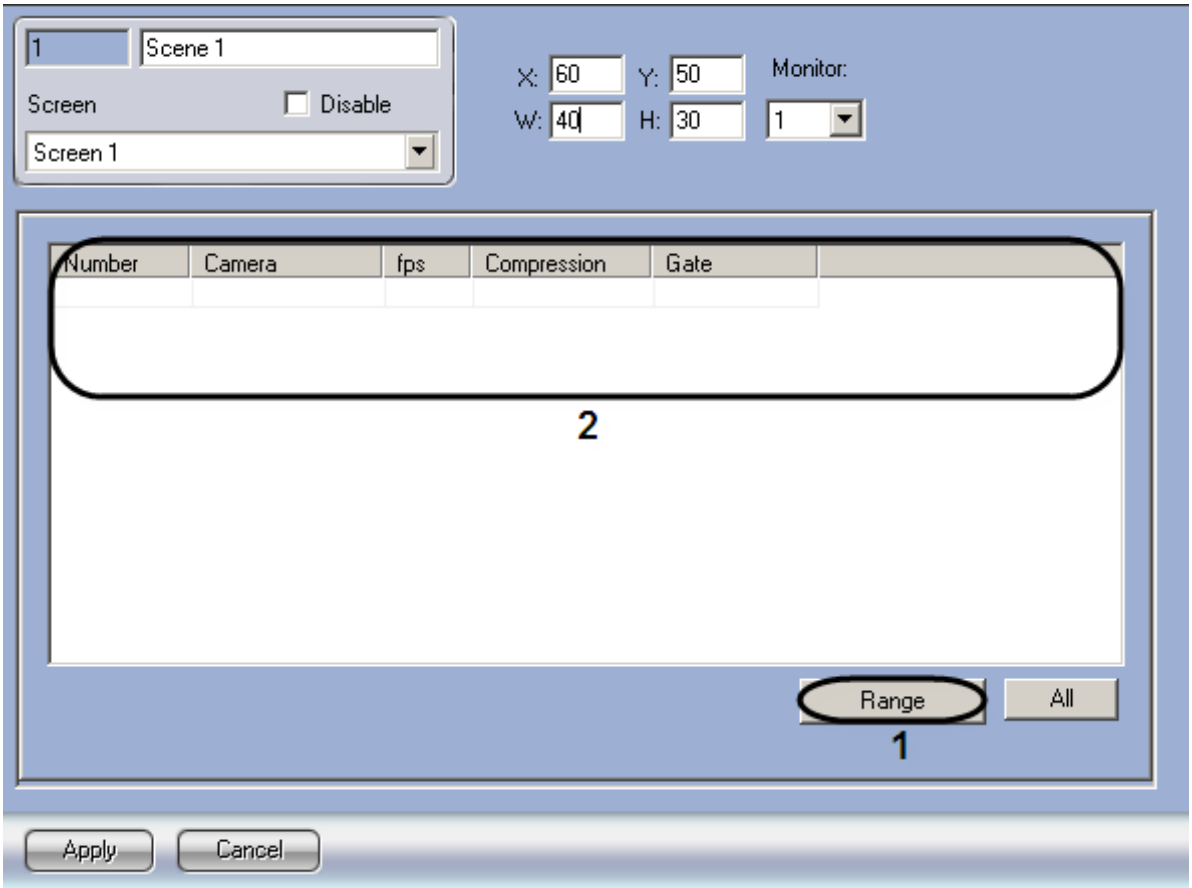

Figure 8.4-53 The “Range” button
1. Go to the settings panel for the “Scene” object and click the “Range” button (Figure 8.4-53, 1)
3. Cameras settings, set in the “Add/edit cameras” dialog box will be displayed on the settings panel of the “Scene” object (Figure 8.4-53, 2).